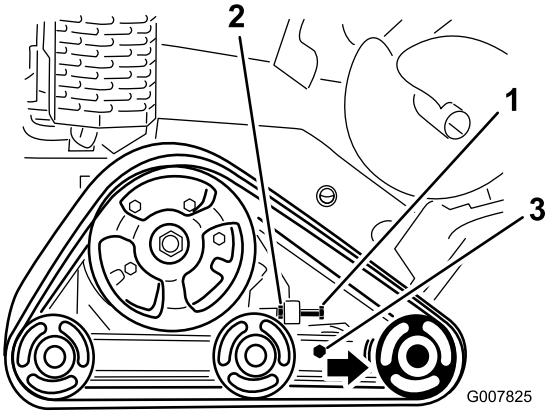

**Figur 48**
3. Lossa kontramuttern på larvbandets spännskruv och klämskruvarna på spännarmen (Figur 48).
4. Dra åt spännskruven till 32,5–40 Nm så att larvbandet spänns (Figur 48).
4. För spännskruven och kontramuttern bakåt (Figur 48).
5. Lossa klämskruvarna (Figur 48).